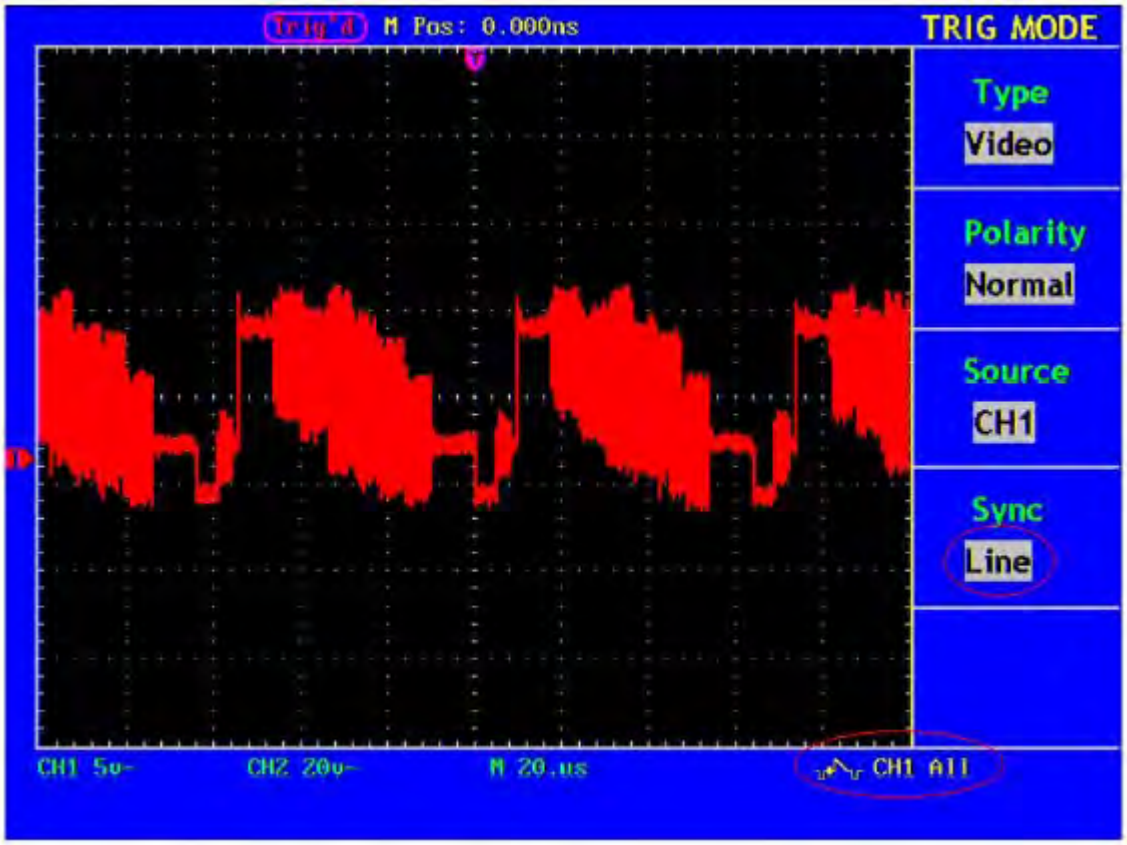

Fig. 61 Wave Form Obtained from the Video Line Trigger
6. Adjust the **VOLTS/DIV, VERTICAL POSITION and SEC/DIV** knobs to obtain the proper wave form display (see Fig. 61).